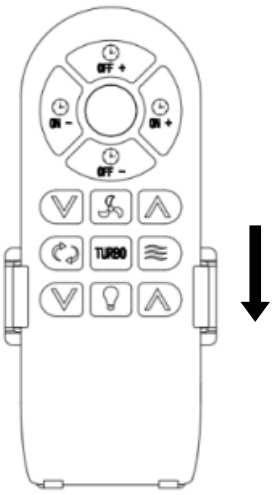

Fig. 12b
2. Slide the remote into the holder to rest the remote. (Fig. 12b)